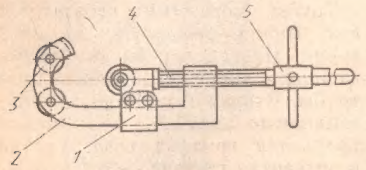

**Рис. 4. Труборез: 1 — ползун; 2 — корпус; 3 — ролик; 4 — винт; 5 — рукоятка**
**Труборез.** Наравне с ножовкой труборез позволяет перерезать трубы диаметром до 100 мм. Имеется множество видов труборезов, принципиально не отличающихся друг от друга по конструкции (рис. 4).